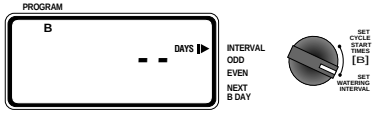

FIGURA 7: Configuración del programa B para un plan fijo
- Sitúe el selector giratorio en la posición **SET WATERING INTERVAL** (fijar intervalos de riego). El cursor empezará a parpadear a la derecha de la palabra **INTERVAL** (intervalo). **[Fíjese en la Figura 7].**